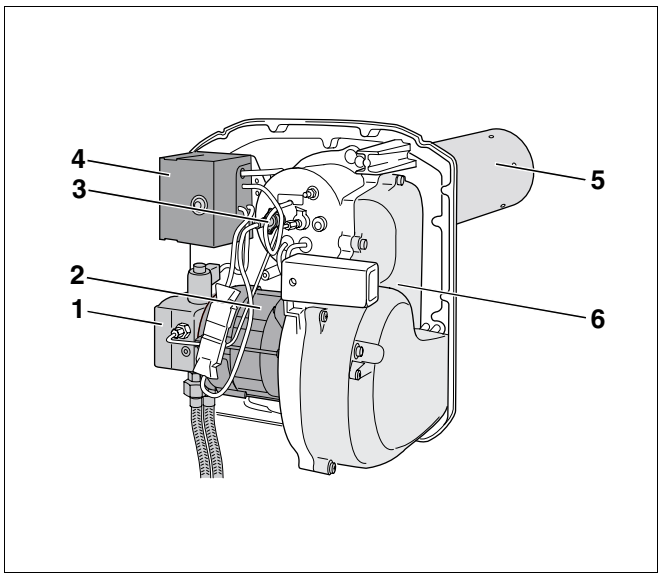

Fig. 1 Bruciatore
– boccaglio (fig. 1, **pos. 5**)
– pompa gasolio con valvola magnetica e flessibili di allacciamento gasolio (fig. 1, **pos. 1**)
– involucro del bruciatore (fig. 1, **pos. 6**)
– motore del bruciatore (fig. 1, **pos. 2**)
– dispositivo di combustione gasolio con tasto di riarmo (fig. 1, **pos. 4**)
– sensore di fiamma (fig. 1, **pos. 3**)